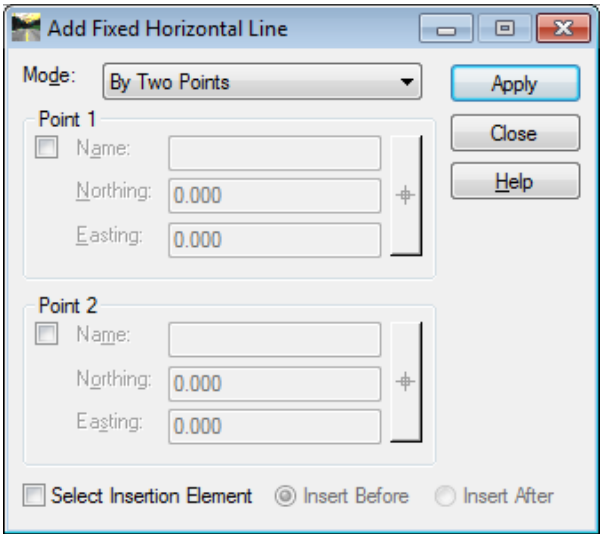
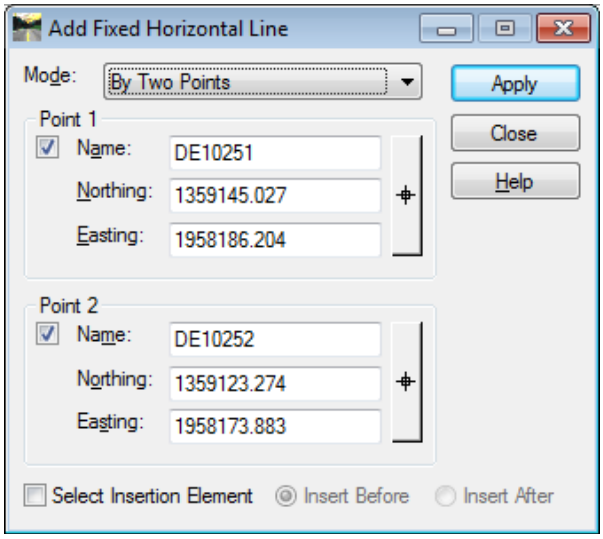
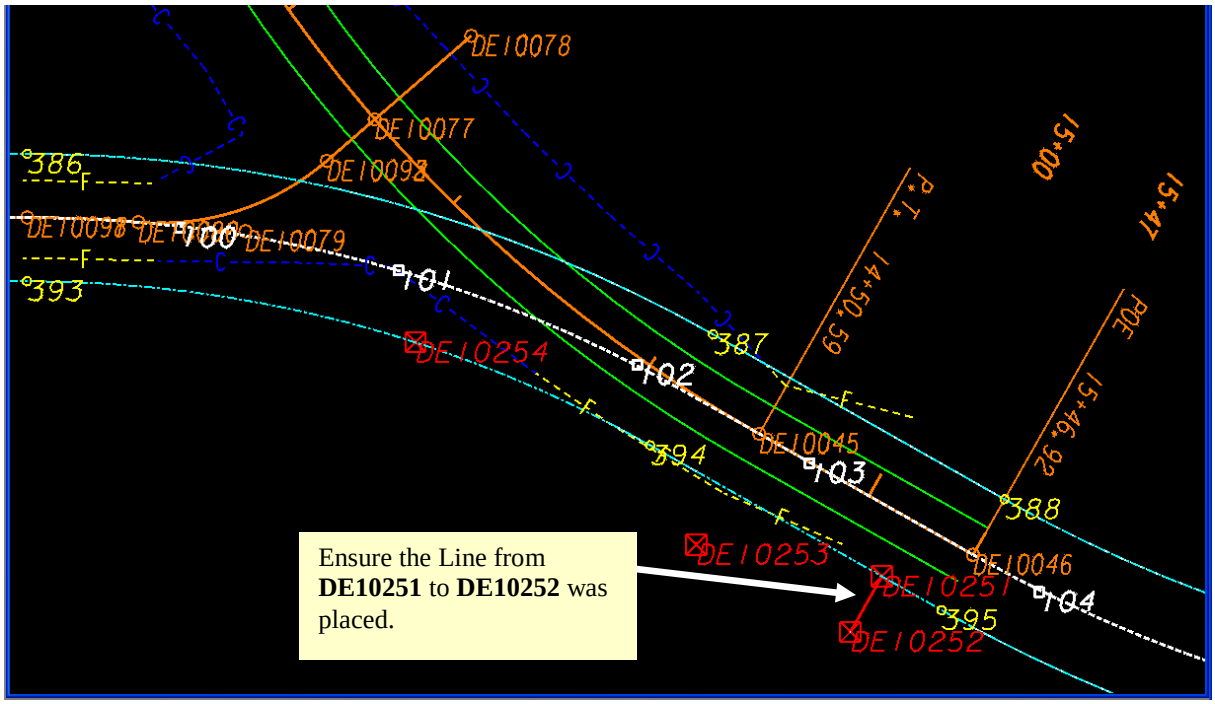

Figure L12-74 Add Fixed Horizontal Line
Figure L12-75 Add Fixed Horizontal Line
Figure L12-76 MicroStation View
67.	**Create a Line from DE10251 to DE10252.** • In InRoads, select **Geometry ► Horizontal Element ► Add Fixed Line**. The **Add Fixed Horizontal Line** dialog opens as shown in *Figure L12-74*. • Place check marks in the check boxes for both **Point 1** and **Point 2**. • Use the **Locate** button for **Point 1** to select Point **DE10251**. • Use the **Locate** button for **Point 2** to select Point **DE10252**. • Ensure your entries match those shown in *Figure L12-75*. • Click **Apply**. • Notice in the bottom left corner of the MicroStation window you are prompted to > **Accept/Reject**. Left click in the MicroStation window to **Accept**. • Do **not** close the **Add Fixed Horizontal Line** dialog. • Verify your view in MicroStation matches that shown in *Figure L12-76* and the Line from **DE10251** to **DE10252** was drawn in MicroStation.